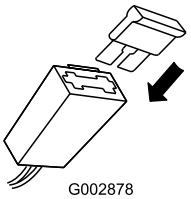

Bild 9
2. Setzen Sie die Sicherung (von den losen Teilen) in den Sicherungshalter ein (Bild 9).